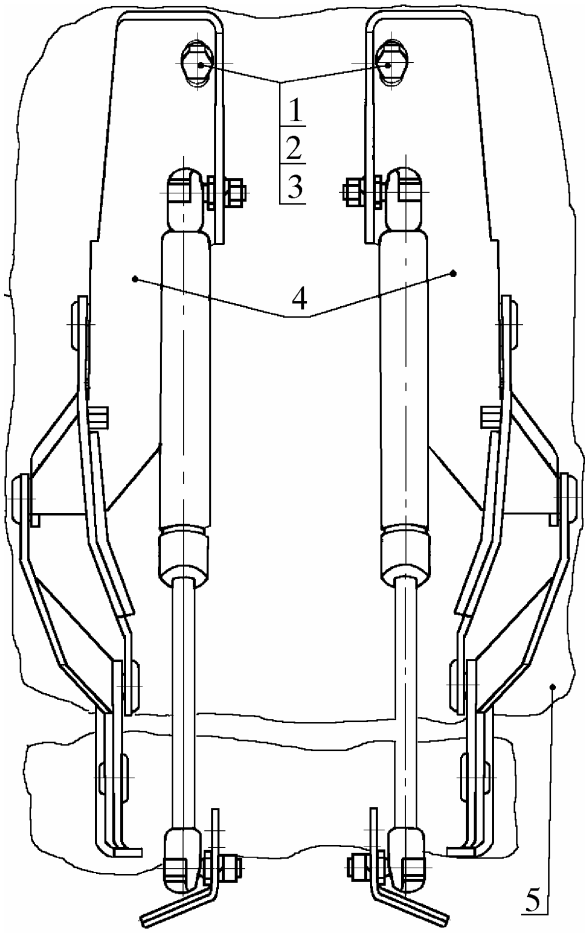

Рис. 3. Снятие капота:
4.3. **Снять капот 5** (рис. 3), вывинтив и сняв четыре болта 1 с шайбами 2 и 3 крепления капота к петлям 4